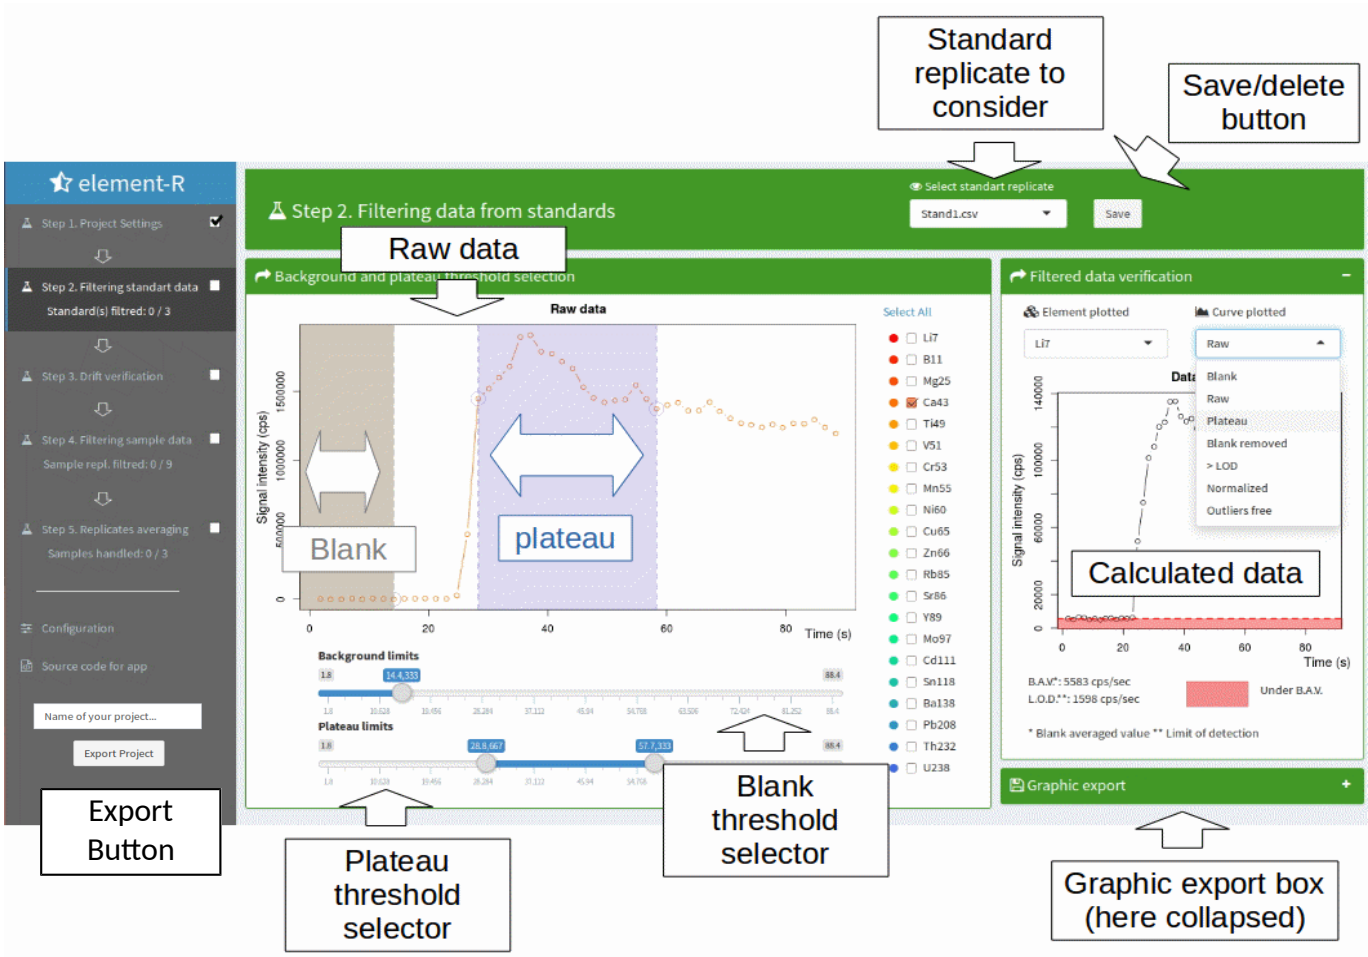

Figure 5: Standard filtration tab functionalities
To this aim, you must first select the standard replicate to filter (Fig. 5).
Once the replicate is chosen, raw and reduced data of the considered replicate appear in two boxes (Fig. 5). The left box allows you to to select the background (blank) and plateau thresholds using the slide selectors below the plot. The right box plots calculate the data in order to check the validity of your selected thresholds (i.e. reduced and intermediate data, see below).
- The entire project and its settings in an .Rdata file. This file is the one to load for re-opening an existing project (see step 1 and Fig.5)